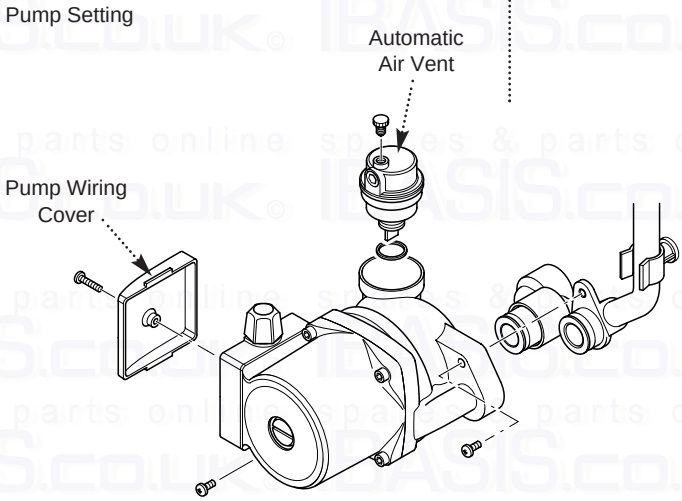

Fig. 56
12.13 Pump - Complete (Fig. 56)
12.14 Automatic Air Vent (Fig. 56)